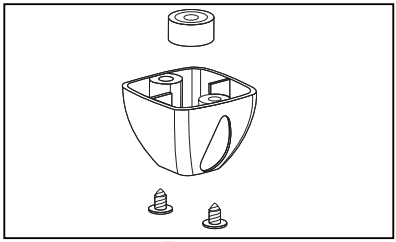

Figura 11.
11. Cambio de las patas (Figura 11)